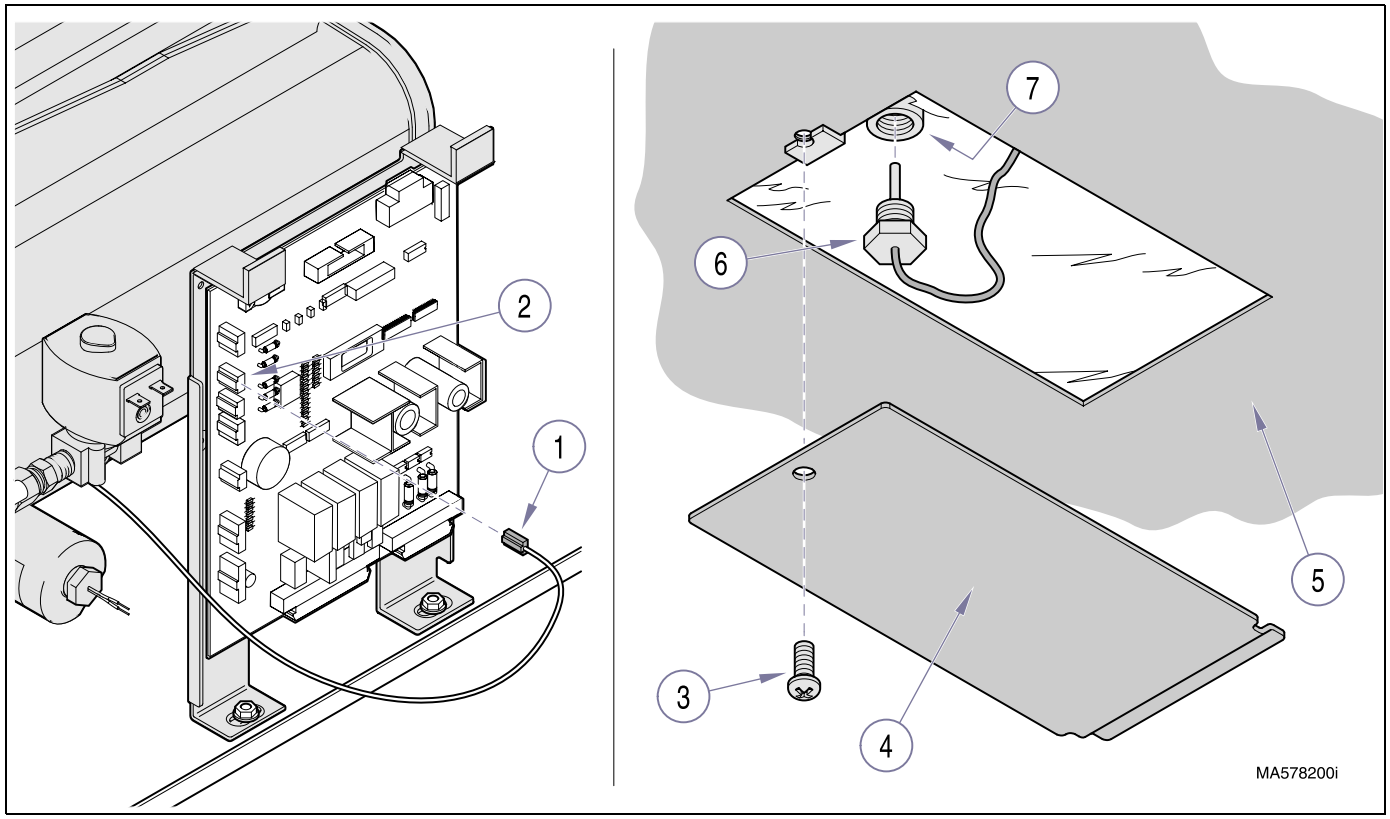

Figure 4-30. Lower Temperature Probe
(1) Unplug power cord from outlet receptacle.
(2) Drain water from reservoir (Refer to para 4.7).
(3) Remove R.H. side panel (Refer to para 4.2.
(4) Lay sterilizer over onto its left side.
(5) Disconnect temperature probe harness (1, Figure 4-30) from connector J3 (2) on main control p.c. board.
(6) Remove screw (3) and base access panel (4) from base weldment (5).
(7) Using a 5/8" or 9/16" wrench, unscrew trough temperature sensor (6) from chamber (7).
(1) Coat threads of trough temperature sensor (6, Figure 4-30) with high temperature pipe thread compound (Loctite 565).
(2) Using a 5/8 in. wrench, screw trough temperature probe (6) into chamber (7).
(3) Connect temperature probe harness (1) to connector J3 (2) on main p.c. board.
(4) Install base access panel (4) on base weldment (5).
(5) Raise up sterilizer to upright position.
(6) Refill reservoir with distilled water (Refer to para 4.7).